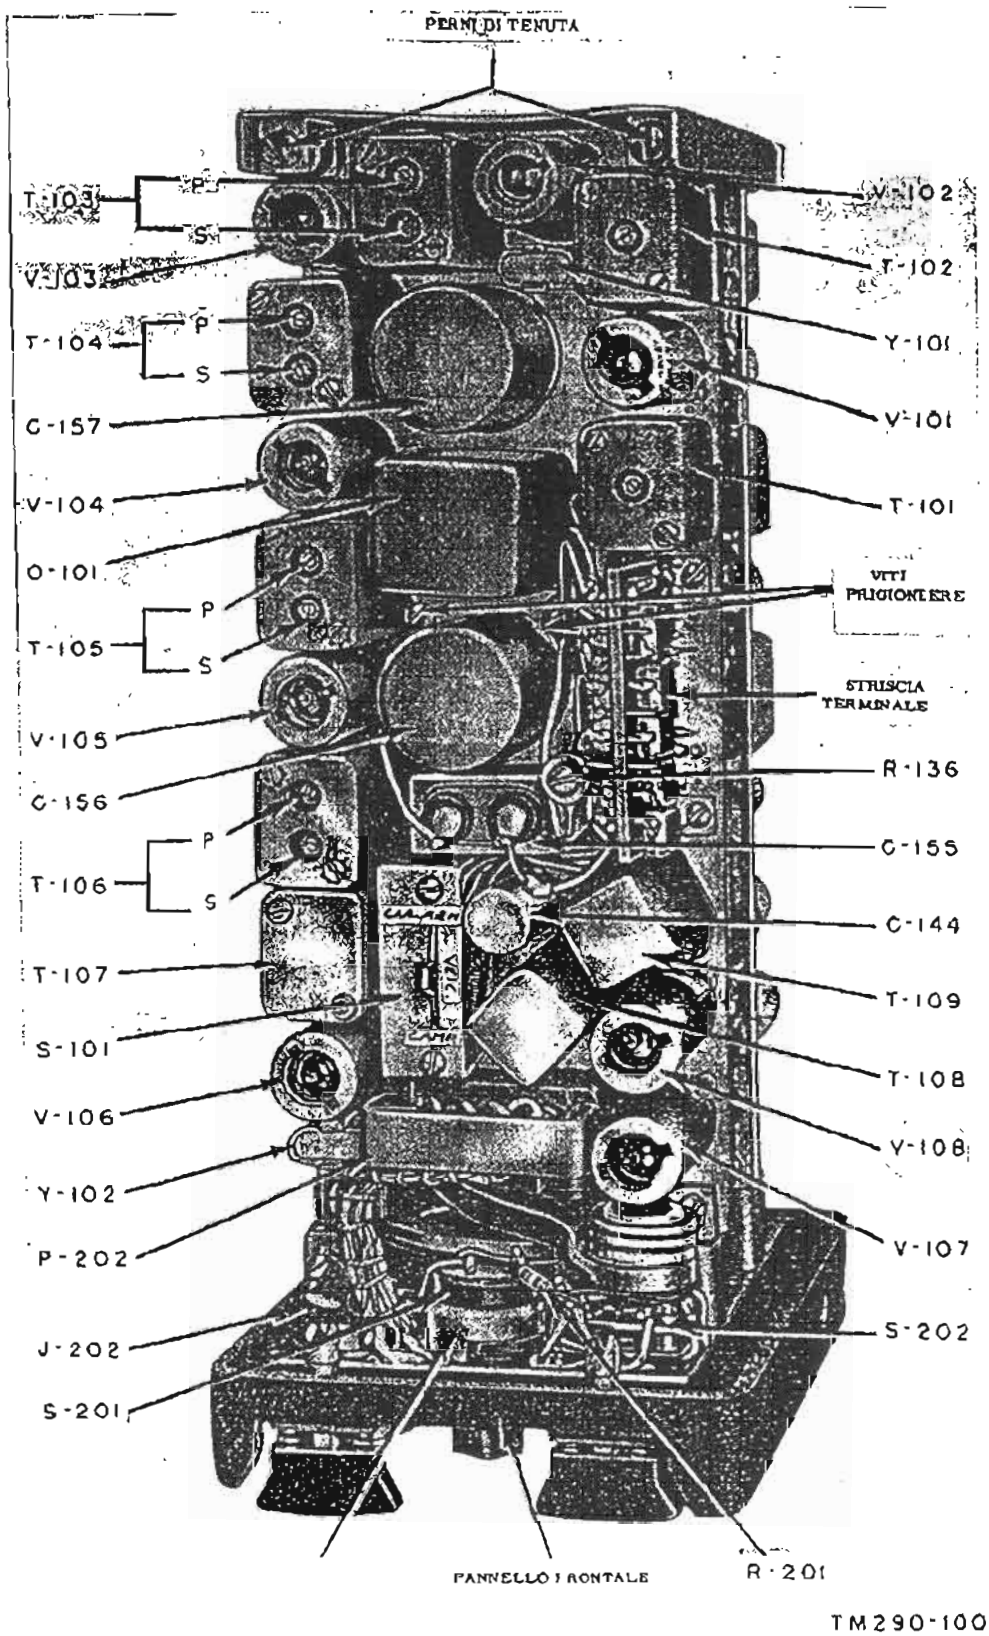

Fig. 6 - Vista del telaio RF, sul lato destro del complesso pannello-telaio del Rice-Trasmettitore RT-70(*)/GRC.
(2) *Telaio RF* (figure 6, 45, 46 e 47). Il telaio RF è posto sulla destra dell'insieme pannello-telaio. Su di esso sono montati i componenti audio ed RF del Trasmettitore e la parte alta frequenza del Ricevitore, l'oscillatore variabile V2 (32-43,4 MHz) e l'oscillatore di taratura V7, nonchè il condensatore di sintonia multiplo C 10, i quarzi e le parti associate. Sul telaio RF sono sistemati un estrattore per tubi e uno schema del circuito.
(2) Estrattore per tubi (fig. 6).